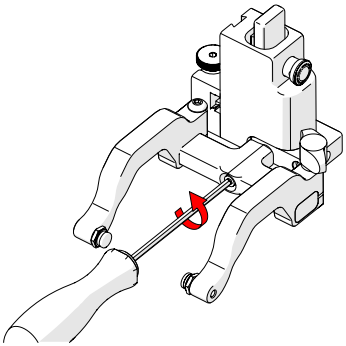

Fig. 105 - Remove yoke
1. Using the supplied 3 mm driver, unscrew the yoke *(Fig. 105)*.
1. Remove the yoke using the supplied 3 mm hex driver *(Fig. 105)*.